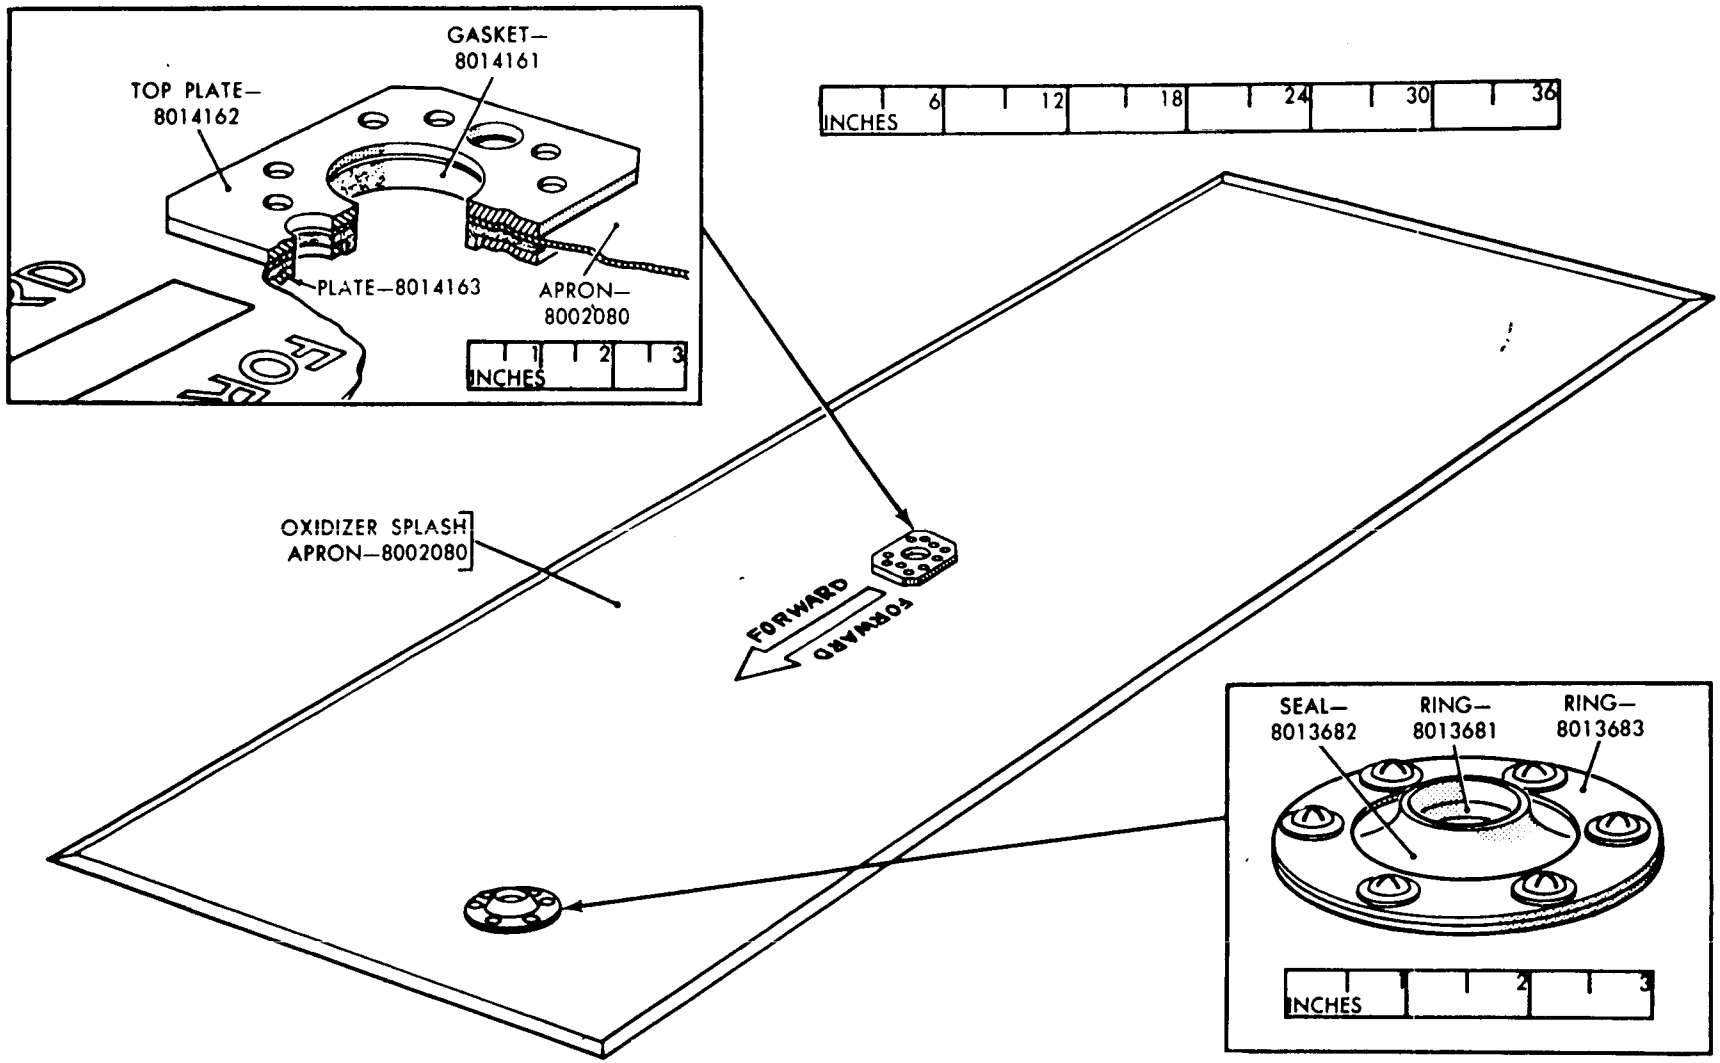
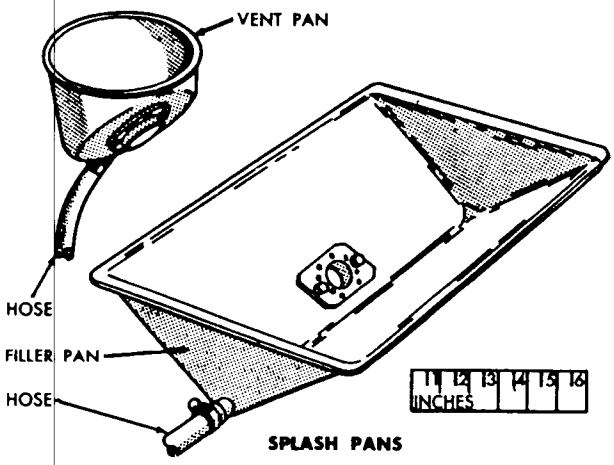

*Figure 86. Splash apron.*
*Figure 87. Splash pans.*
*i. Splash Apron* (fig. 86). A plastic splash apron is provided to protect the missile in the event acid is accidentally spilled. It is held in place on the missile by two corrosion-resisting screws at the oxidizer filler fitting and by the vent adapter at the oxidizer vent fitting. This apron is being replaced by acid-resisting metal troughs or splash pans (fig. 87) designed to fit over the missile. A hose carries any acid that might be spilled to a suitable container sitting on the ground beside the transporter trailer.